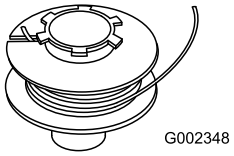

Figura 14
2. Agganciate un'estremità del cavo **completamente** nella fessura della bobina (Figura 14), **lasciando sporgere non più di 3 mm**.